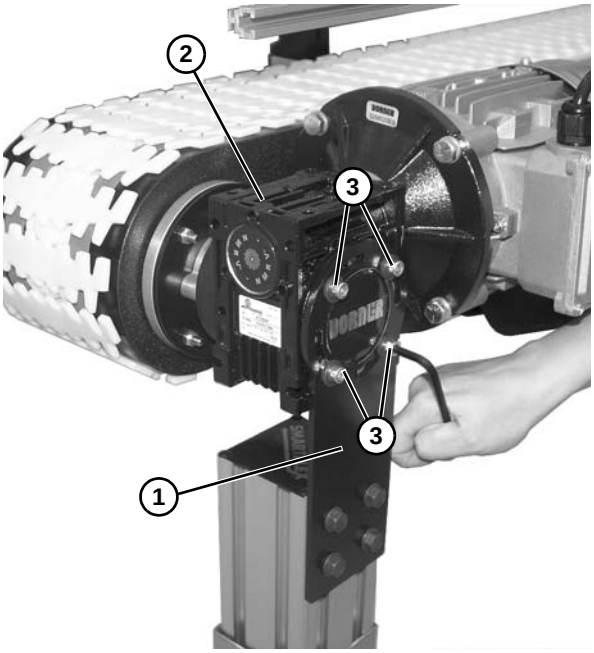

Figure 47
5. Install drive motor stand mounting bracket **(Figure 47, item 1)** onto the drive motor **(Figure 47, item 2)** with four washers and socket head screws **(Figure 47, item 3)**.